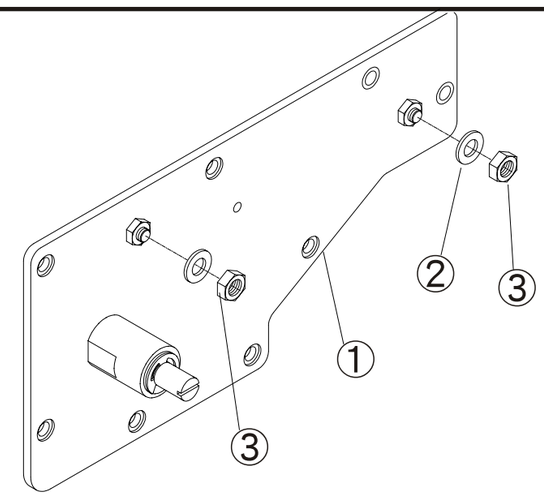

Fig. 9
b. Remueva las fundas protectoras 2 y 3 de la tapa de la placa 1 del equipo LU. (Fig. 9)